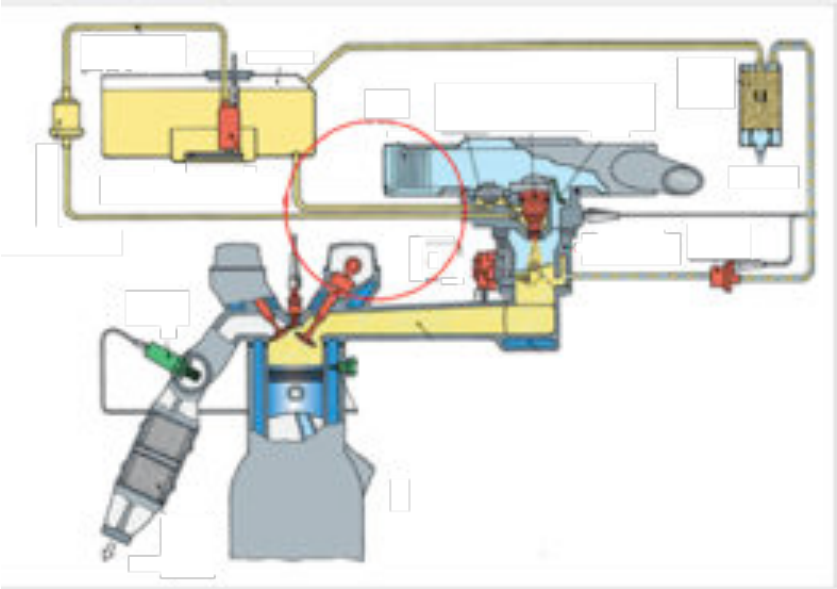

Abbildung 2 Schema Monopoint Einspritzsystem
- Verbinden Sie den Ausgangsschlauch (rot, Press) der Maschine mit dem Benzineingang des Monopoint Vergaser 1 (Abbildung 2 Schema der Anschlüsse)